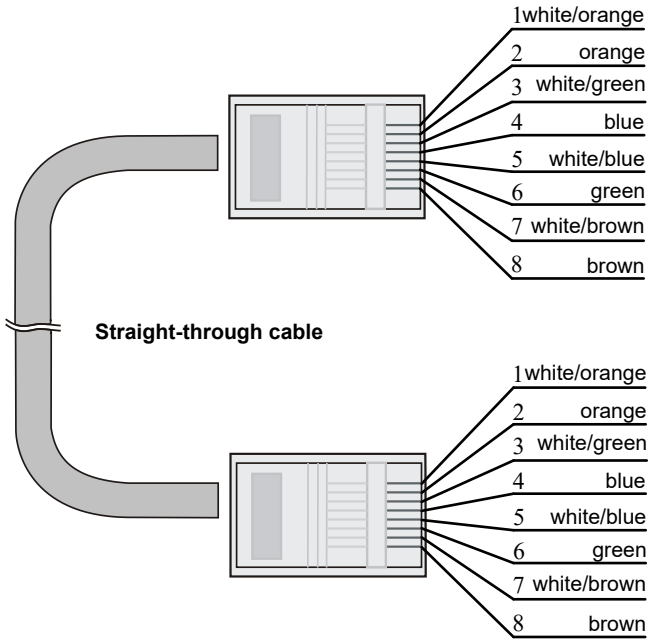

図 8-2 ストレートケーブル
- **ストレートケーブル**：ストレートケーブルの結線を図 8-2 に示します。両端のピン配置は、568B 規格に従います。